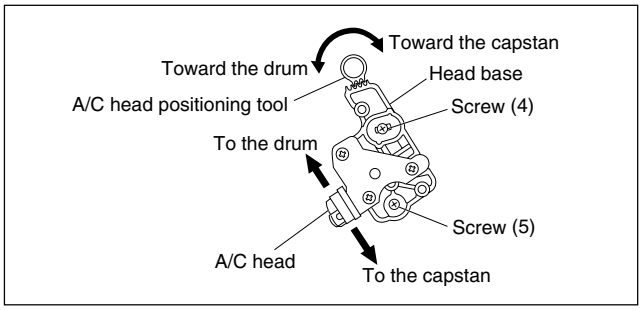

Fig. 2-3-3a
(1) Play back the alignment tape (A1).
(2) Apply the external trigger signal to D.FF (E), to observe the V.PB FM waveform at the measuring point (D).
(3) Set the VCR to the manual tracking mode.
(4) Loosen the screws (4) and (5), then set the A/C head positioning tool to the innermost projected part of the A/C head. (See Fig. 2-3-3a.)
(5) Turn the A/C head positioning tool fully toward the capstan. Then turn it back gradually toward the drum and stop on the second peak point position of the V.PB FM waveform output level. Then tighten the screws (4) and (5).
(6) Perform the tracking operation and make sure that the V.PB FM waveform is at its maximum.